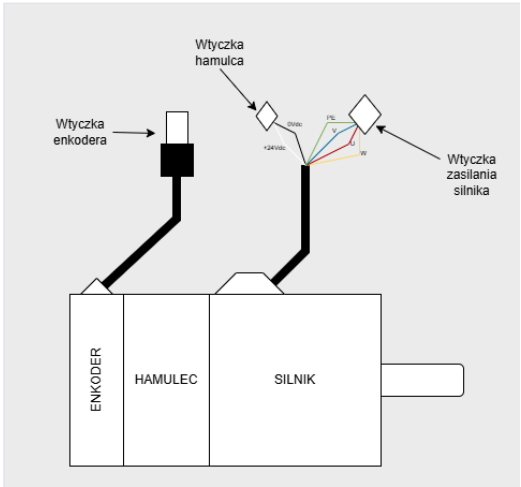

Rys. 3. Wtyczki silnika: enkoder, hamulec, zasilanie.
4. Podłącz kolejno trzy wtyczki silnika (rys. 3):